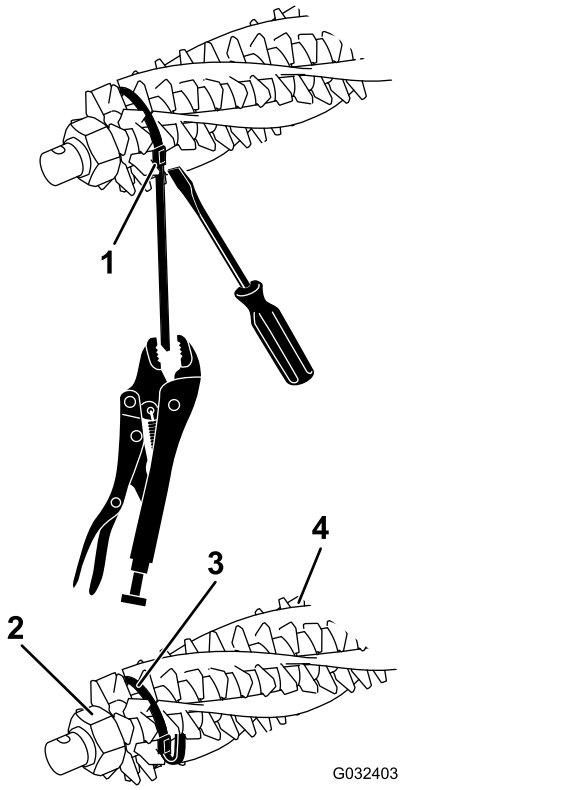
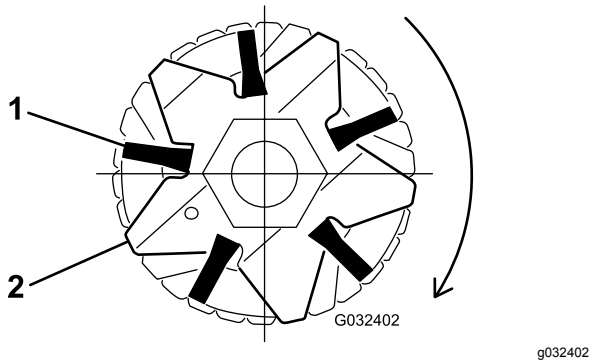

Figur 16
Figur 18
2. Løsne holdemutrene til trimsatsknivene på hver ende av trimsatsakselen (Figur 16).
4. Kontroller at børstene er festet i trimsatsknivsporene (Figur 16 og Figur 18).
5. Pakk stroppene løst rundt spoleakselen og børstene ved å sette stroppene inn i rennene på børstene Figur 18, som vist i Figur 16.
Merk: Hvis trimsatsbørstene ikke er festet skikkelig i knivsporene, løsne holdemutrene til trimsatsknivene på hver ende av trimsatsakselen, sett trimsatsbørstene ordentlig i knivsporene og stram holdemutrene til trimsatsknivene (Figur 16).
7. Mens du trykker mot stroppefestet med en skrutrekker, griper du stroppen med en låsetang og drar i stroppene til de låser seg inn i børstesporene (Figur 16).